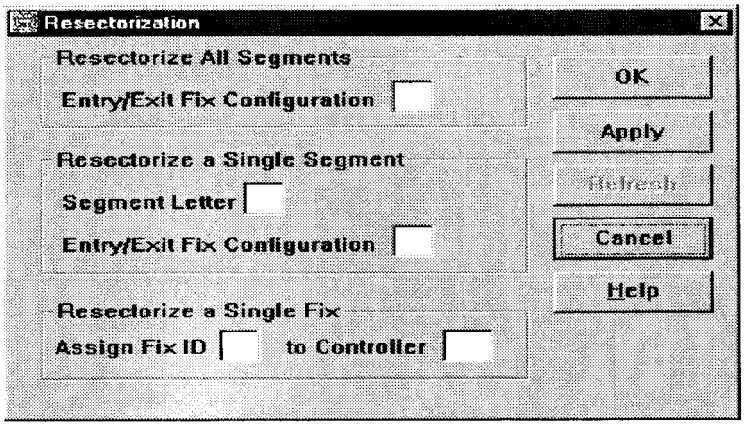

FIGURE 4-25. RESECTORIZATION WINDOW
2. Observe the Resectorization window (Figure 4-25).